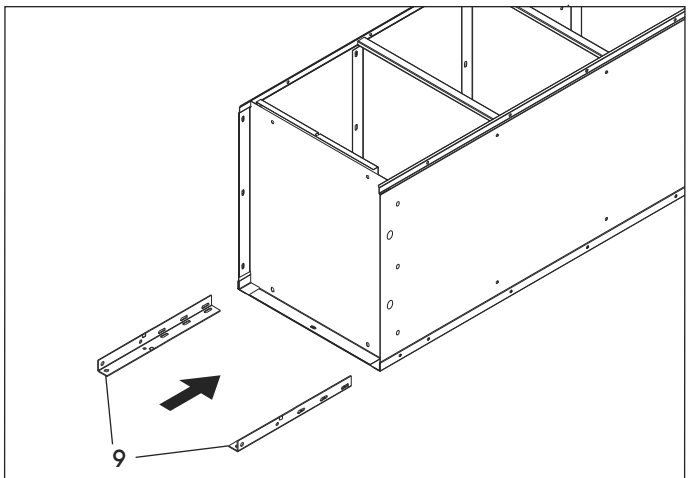

Figure 4
5. Insérez les pattes arrière (9) dans les coins entre le bas et le côté. Boulonnez la patte au côté et à l'arrière à l'aide de six boulons et écrous par patte. (Voir Figure 4)